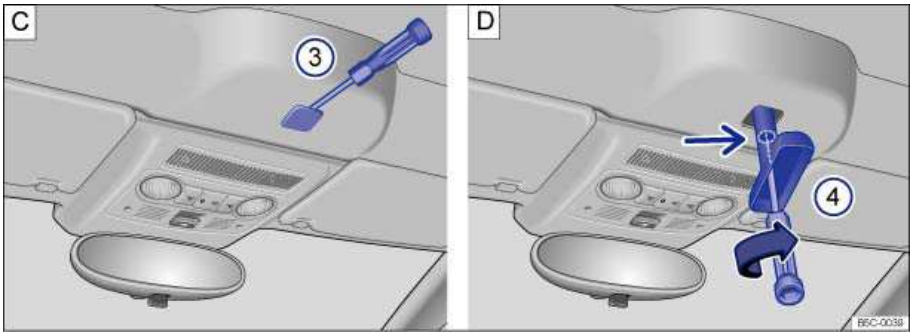

Fig. 161 Convertible top emergency closing (2).
- Carefully remove the front cover under the convertible top using the flat blade of the screwdriver ⇒ fig. 161 **C** (3). The emergency locking mechanism is located behind it.
- Insert the emergency handle in the emergency release opening and turn until it locks into place ⇒ fig. 161 **D** (4) (small arrow).
- Keep the handle pressed in place and turn the screw in the center of the emergency clockwise to tighten using the Phillips head end of the screwdriver ⇒ fig. 161 **D** (4).